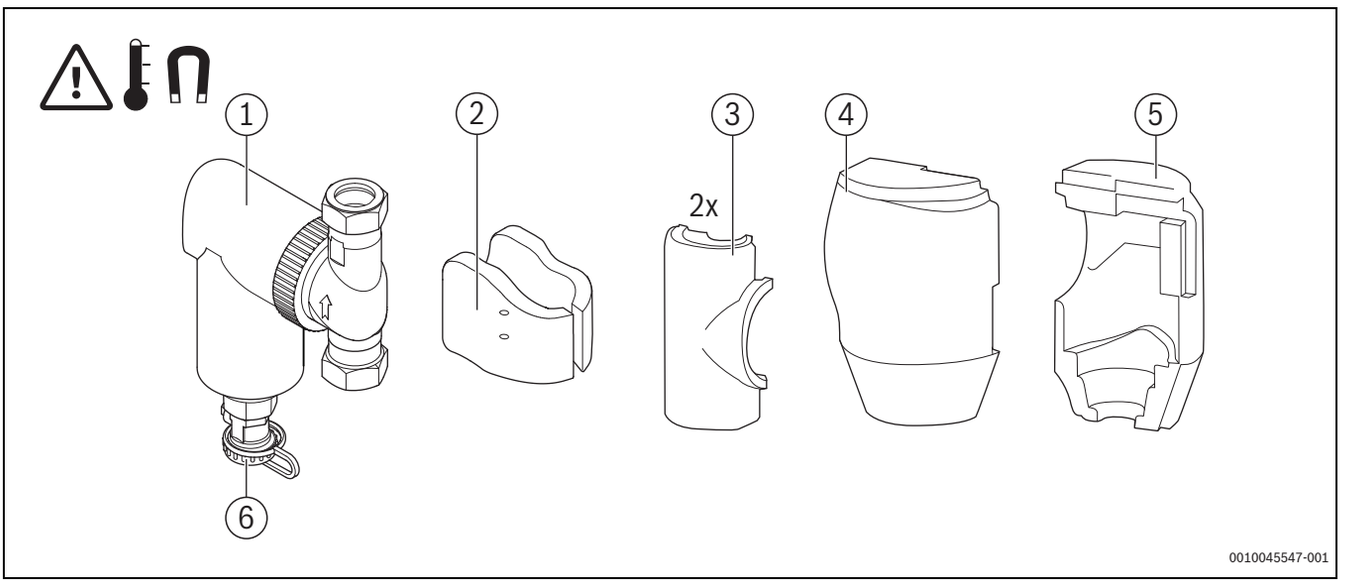

Bild 20 Magnetitabscheider
Um den Magnetitabscheider (→ Bild 20, [1]) zu reinigen:
- ▶ Magnete (→ Bild 20, [2]) nach unten abziehen.
- ▶ Ablasshahn des Magnetitabscheiders öffnen (→ Bild 20, [6]) und das Anlagenwasser 2 ... 3 Minuten ablaufen lassen.